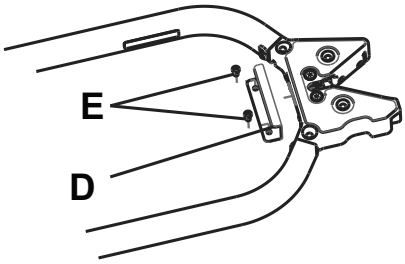

Figura 16 – Placa de fixação
1. Utilizando uma chave Allen M6, instale a placa de fixação fornecida (610000010015) (D) e dois parafusos Allen M6 (E) (não incluídos) diretamente por detrás da lingueta do sistema de fixação de maca (Figura 16).